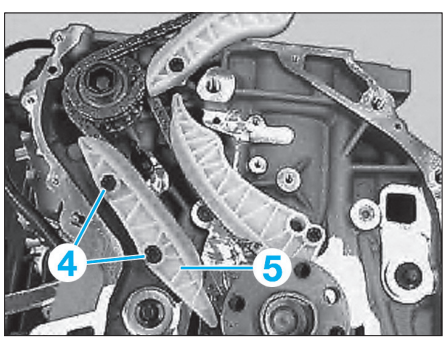

Fig. 18
• Positionner le patin de guidage (5) **(Fig.18)**.